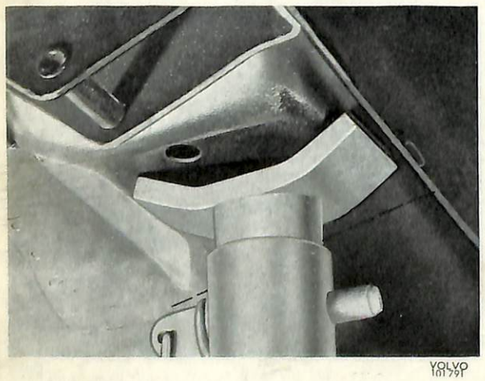

Bild 27. Placering av uppallningsbock, 144
1. Lägg klotsar för framhjulen. Lossa bakhjulsmuttrarna. Placera fixtur SVO 2714 på en garagedomkraft och lyft upp bakvagnen med denna. Jämför med bild 55. Ställ bockar framför bakre domkraftsfästena (se bild 27) och sänk domkraften något. Observera att bockarna ej får placeras längre fram än den streckade linjen på bilden anger. Tag bort bakhjulen.